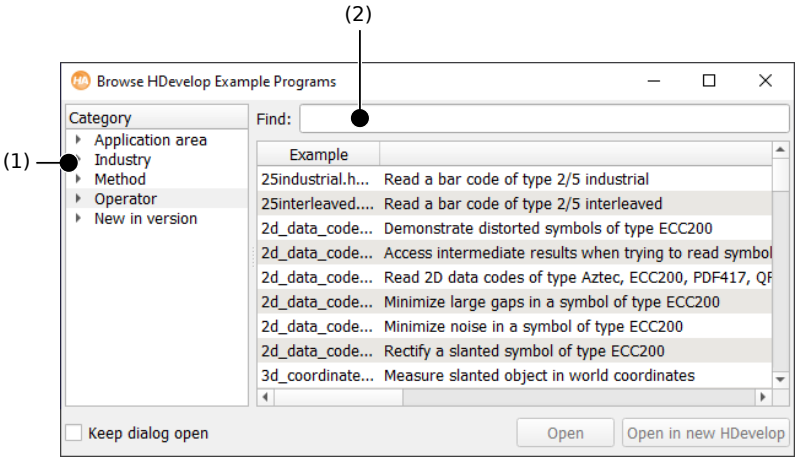

Figure 2.4: HDevelop example programs.
This will open the example program browser (see figure 2.4). Similar to a file browser, it shows a tree of topics on the left and a list of example programs from the selected topics on the right. Subtopics can be toggled on or off by clicking the corresponding icon (1) or double-clicking the category name.